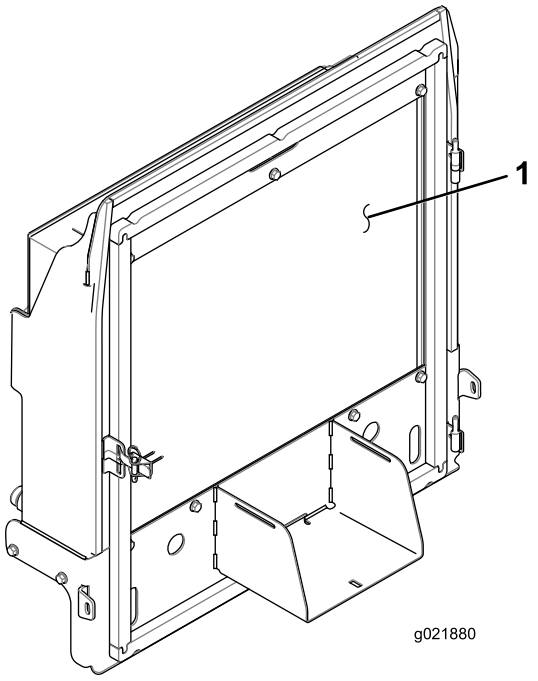

Figur 85
4. Rengør begge sider af kølergitteret og køleren/oliekøleren grundigt med trykluft (Figur 85).